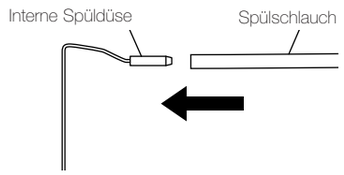

Abb. 14
(1) Interne Spüldüse
① Verbinden Sie den Spülschlauch mit der internen Spüldüse und fixieren Sie diese (Abb. 14).